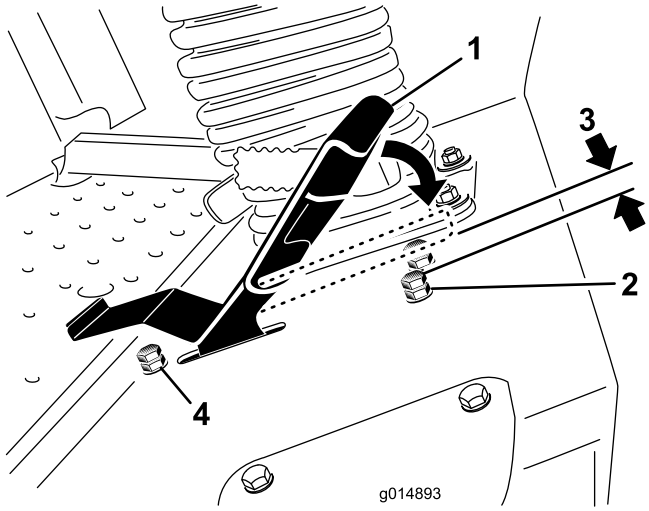

Figuur 60
3. Draai de contramoer op de aanslagbout voor het tractiepedaal los (Figuur 60).